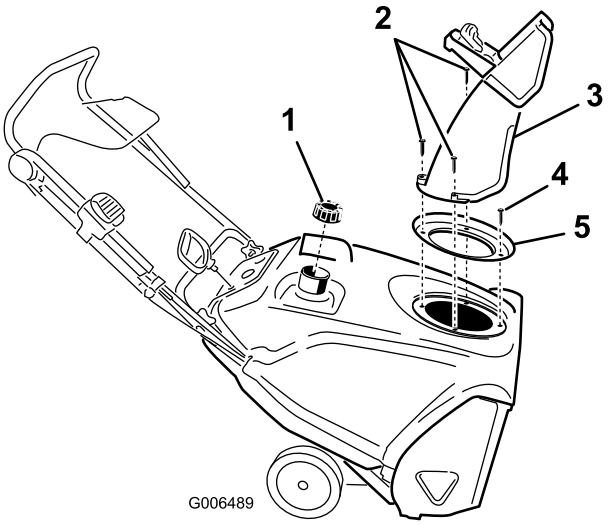

Рисунок 33
3. Снимите желоб для выброса снега, ручку желоба для выброса снега и уплотнение желоба, для чего снимите 3 больших винта и один малый винт (Рисунок 33).